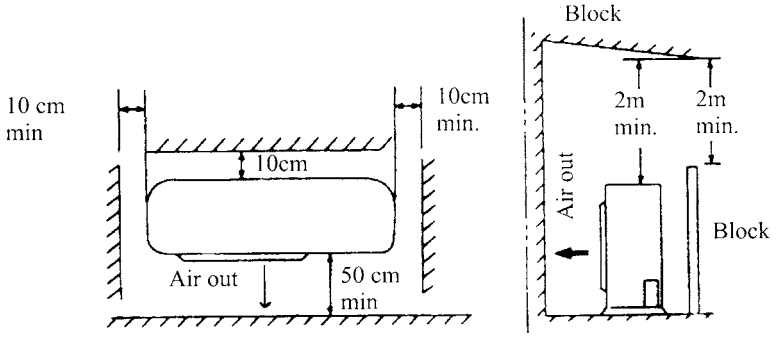

Fig. 92
• Where there leaves enough space around the unit for free air flow and maintenance (see Fig. 92):